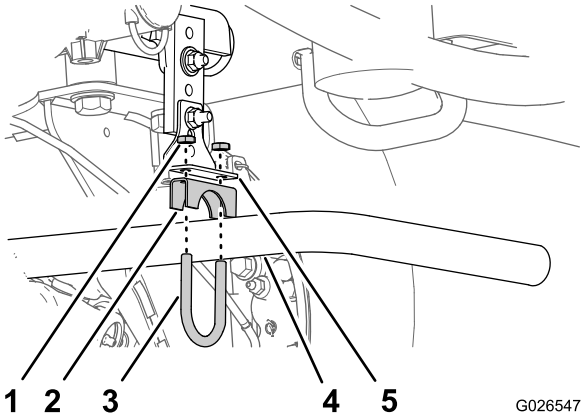
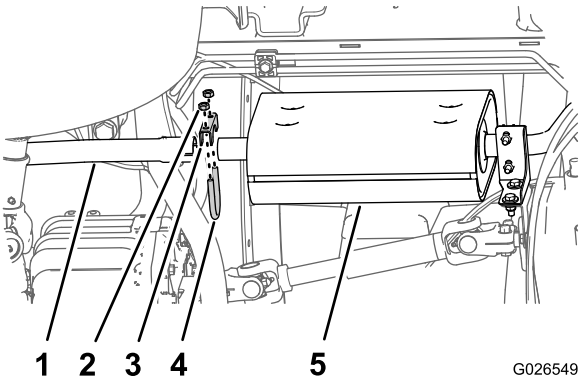

Figur 2
Figur 4
1. Fjern de 2 møtrikker, bøjleskruen og sadelbeslaget på udstødningsophænget og udstødningsrørets beslag, der fæstner udstødningsrøret til beslaget (Figur 2).
3. Fjern de 2 møtrikker, bøjleskruen og sadelbeslaget, der fæstner udstødningsrøret til lydpottens udgangsrør (Figur 4).
4. Tag udstødningsrøret af maskinen og kassér røret (Figur 2 og Figur 4).